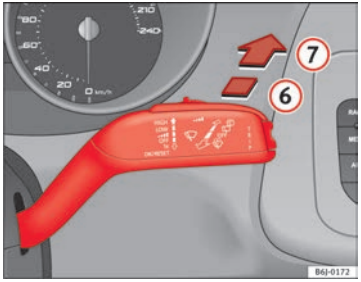

Fig. 66 Windscreen wiper and windscreen wash lever: rear window wiper
– Press the lever forwards to position (6) ⇒ fig. 66. The wiper will wipe the window approximately every 6 seconds.
– Press the lever fully forwards to position (7) ⇒ fig. 66. The rear wiper and washer operate at the same time. The windscreen wash system will function as long as you hold the lever in this position.